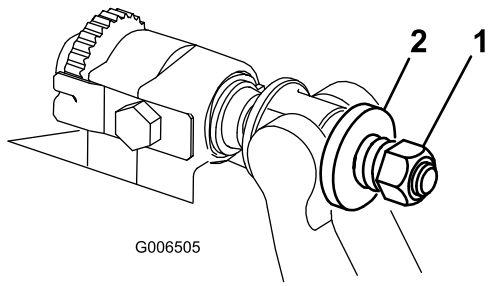

Figuur 27
4. Draai de veerspanningsmoer vast totdat de veer is ingedrukt; draai deze vervolgens een 1/2 slag terug (Figuur 27).